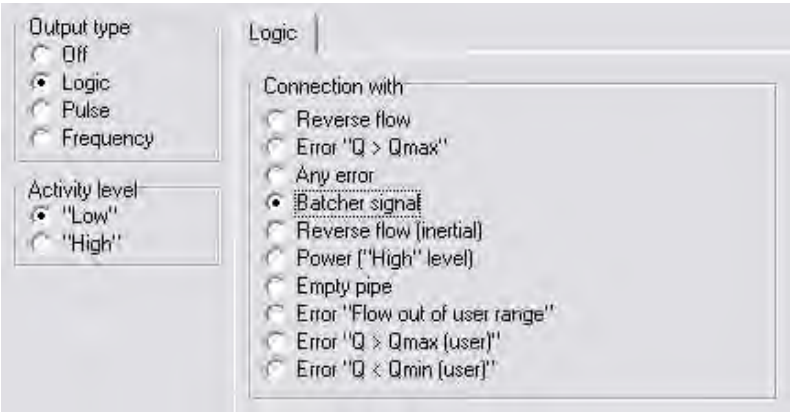

Fig.5. Connection of the logic output with the batcher operation mode.
– **in** the *Logic* tab select **Batcher signal** (Fig.5).